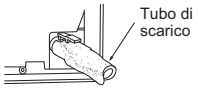
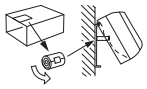

Fig. 4
Fig. 5
5) Inserire completamente il tubo di scarico nella bacinella di scarico sul lato posteriore destro dell'unità interna. (Fig. 4)
6) Inserire il tubo di scarico nella manica foro muro (C) e agganciare la parte superiore dell'unità interna alla piastra di installazione (1). Quindi, spostare completamente l'unità interna sulla sinistra in modo da facilitare il posizionamento della tubazione nello spazio sul retro dell'unità.
7) Ritagliare un pezzo di cartone dalla scatola di spedizione, arrotolarlo, agganciarlo sul costolone posteriore e utilizzarlo come distanziatore per sollevare l'unità interna. (Fig. 5)
8) Collegare il tubo del refrigerante al tubo di estensione (B).
9) Inserire la parte inferiore dell'unità interna nella piastra di installazione (1).